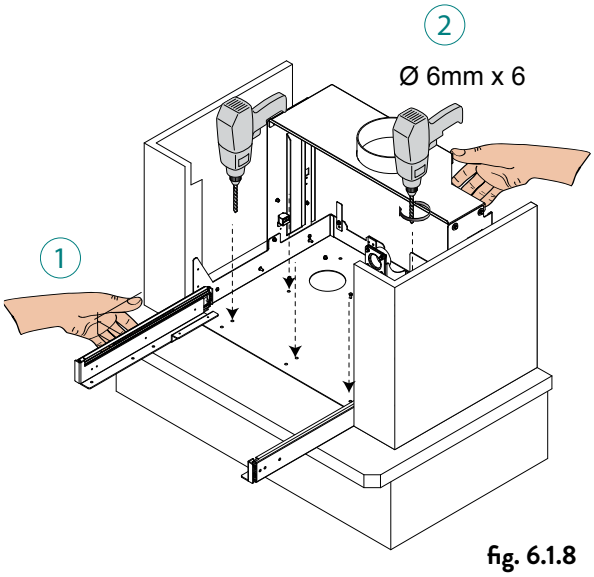

fig. 6.1.8
8) Colocar la estructura de la estufa en el soporte de la chimenea (1), marcar la ubicación de los 6 agujeros de Ø 6 mm para fijar la estructura (2) - utilice la misma estructura como plantilla para los agujeros - después perforar con taladro y broca de 6 mm de diámetro (fig. 6.1.8).